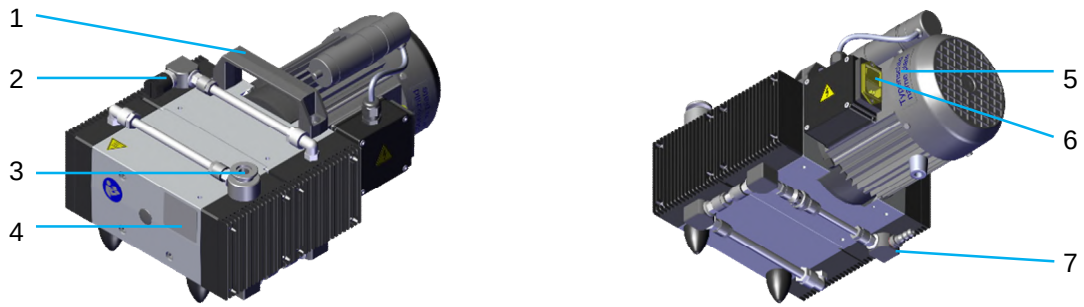
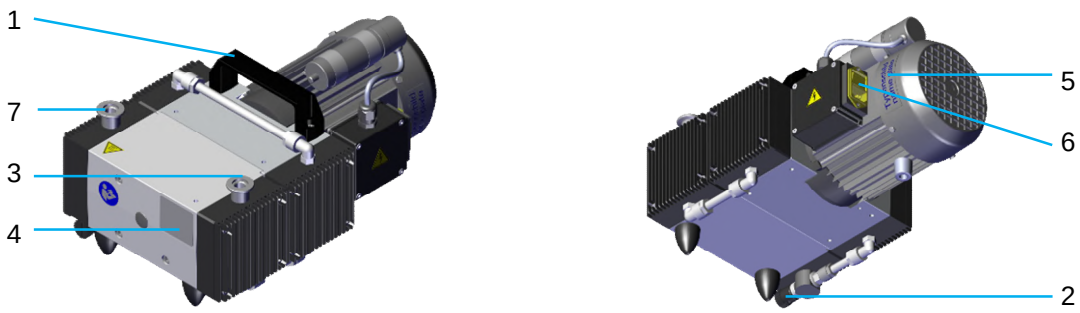

Fig. 4-3. Modèle MPC 603 T, vue avant (gauche) et arrière (droite)
Fig. 4-4. Modèle MPC 303 V, vue avant (gauche) et arrière (droite)
1. Raccorder l'entrée (Fig. 4-1/3, Fig. 4-2/3, Fig. 4-3/3, Fig. 4-4/3).
2. Raccorder la sortie (Fig. 4-1/7, Fig. 4-2/7, Fig. 4-3/7, Fig. 4-4/7), si nécessaire.